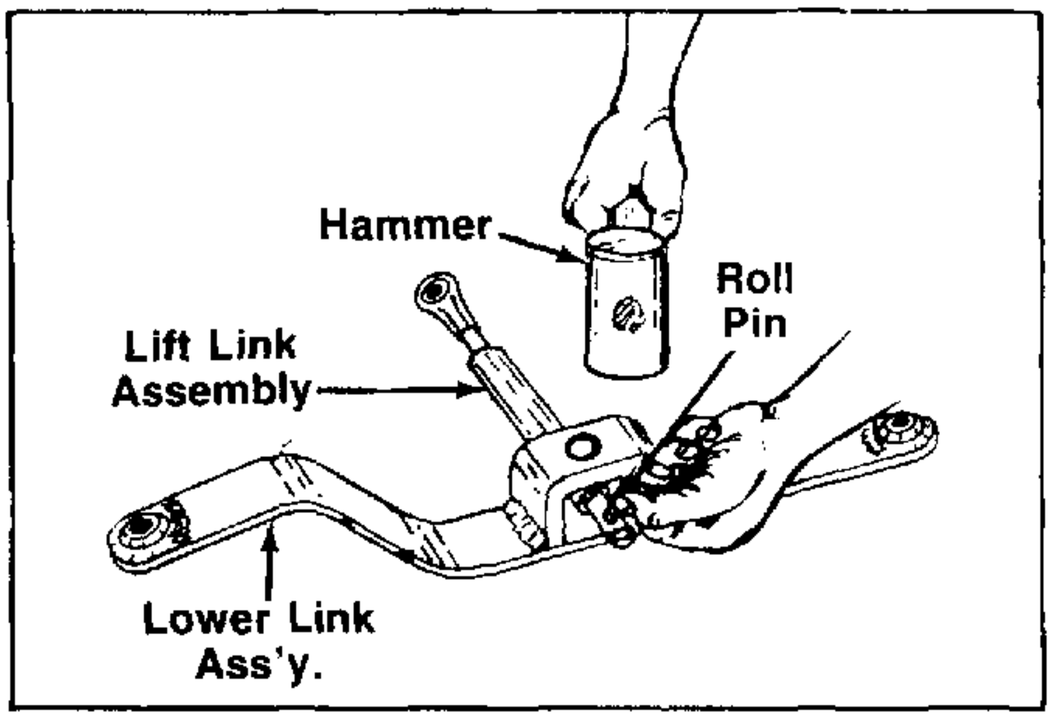

FIGURE 33.
42. Install the lift link assemblies into the lower link assemblies and secure with ¼″ x 1½″ roll pins (Y). See figure 33.